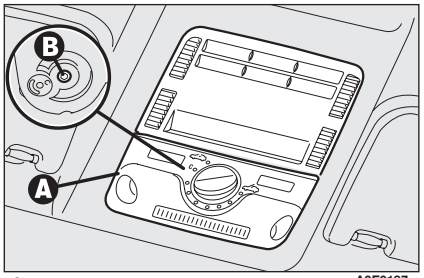

fig. 89
- ❒ presione en correspondencia a las ranuras de la lámpara de techo para soltar los ganchos y quite la lámpara anterior **A-fig. 89**.